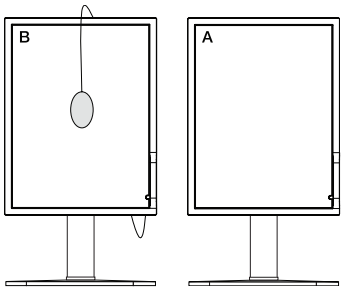

**Рисунок C.2**
8. Извлеките оптический датчик USB из монитора-источника A и поместите в центр монитора B (**Рисунок C.2**).